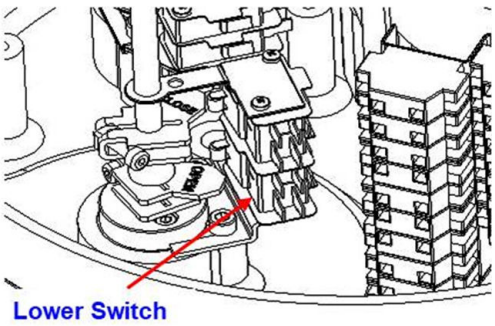

Figure 2: Open Cam Setting
4.3.7. Rotate the OPEN cam towards CCW until sounds 'clicks' from the limit switch lever. (see Figure 2)